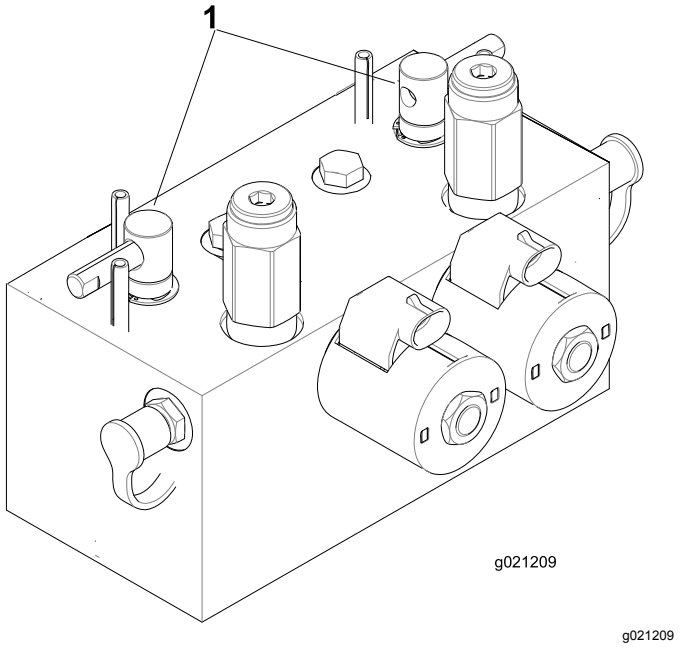

Figuur 72
2. Ontgrendel de stoel en til deze omhoog zodat u bij de wethendels kunt komen (Figuur 72).
5. Kies met de voorste, achterste of beide wethendels de messenkooien die moeten worden gewet (Figuur 72).